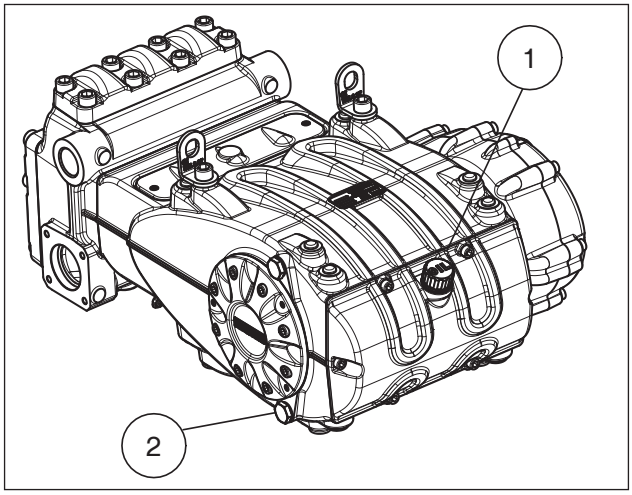

Fig. 3
Controllare il livello dell'olio tramite l'apposito tappo con asta livello olio dotata di tacche di minimo e massimo ①, Fig. 3. Se necessario rabboccare fino a ripristinare il livello.
Il cambio dell'olio va eseguito con pompa a temperatura di lavoro rimuovendo il tappo pos. ②, Fig. 3.
Predisporre l'impianto in modo tale da non superare in nessun caso i **100°C** (212°F) di temperatura dell'olio durante il funzionamento della pompa. Utilizzare una sonda di temperatura da infilare all'interno del tappo scarico olio pos. ② Fig. 3. Vedere manuale "PROTEZIONE ANTIDEFLAGRANTE ATEX".